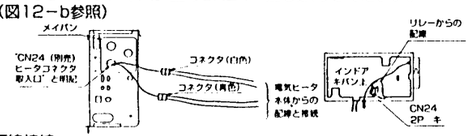

図12－a　図12－b
1) 制御ボックス側面に貼り付けている銘板上の"CN24（別売）ヒータコネクタ取入口"と明記した箇所に、穴を明けてください。(図12－a参照)
1) リレーからの配線と電気ヒータ本体からの配線を、それぞれコネクタの色（白ー白、青ー青）に合わせて接続してください。(図12－a参照)
2) リレーから出ている配線で黄色のコネクタは、制御ボックス表側にあるインドアキバン上のCN24へ差し込んでください。(図12－b参照)